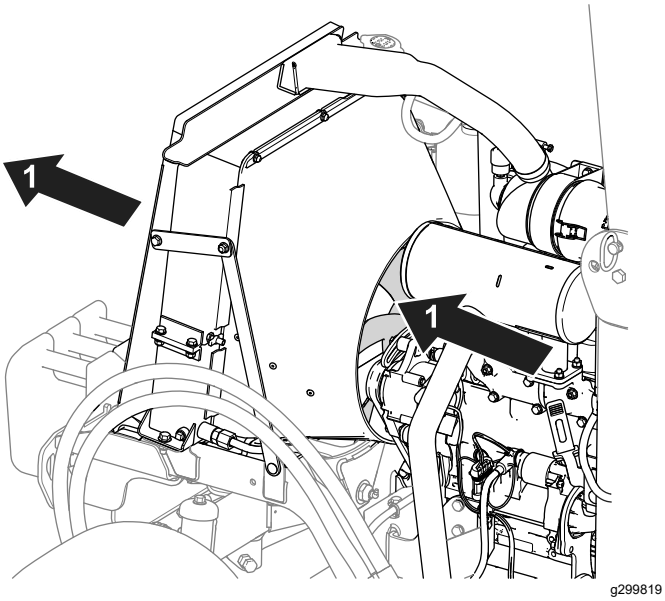

Figur 71
- Använd tryckluft för att rengöra kylflänsarna. Rikta luften ut från maskinen (Figur 71).